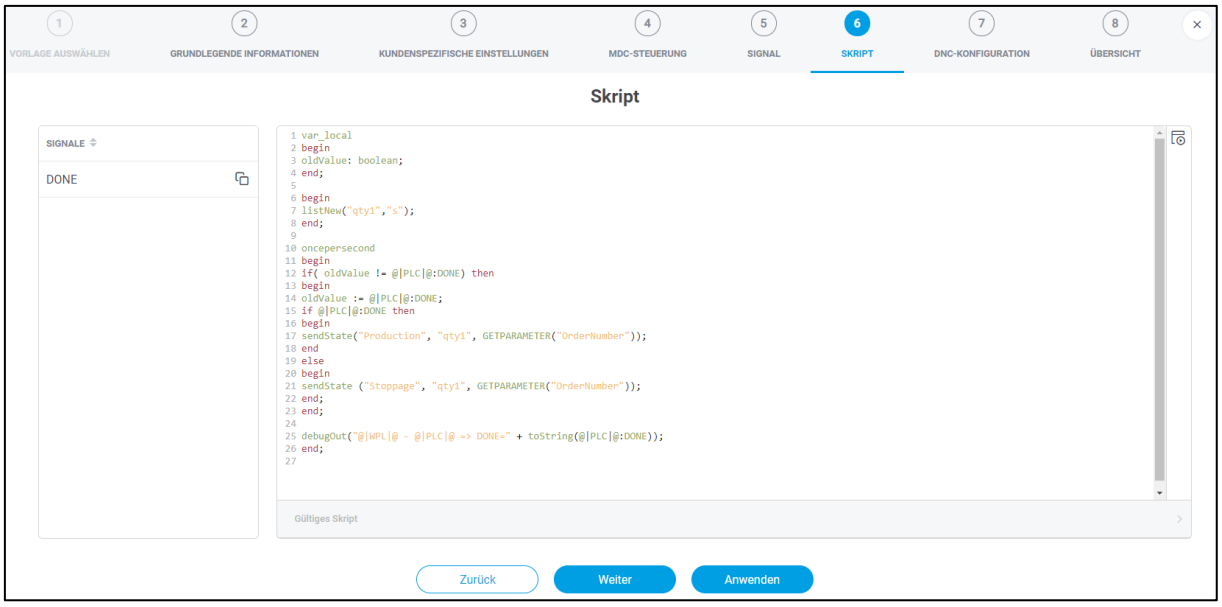

Bild 20: Maschine hinzufügen - Skript
Um dem Beispiel vom Signal „DONE“ aus Schritt ⑤ zu folgen, ist das Skript in Bild 20 folgendermaßen aufgebaut: